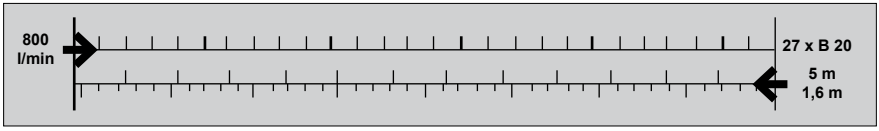

Bild 2: Ausschnitt aus dem Schätzlineal für den Förderstrom von 800 l/min und 8 bar Pumpenausgangsdruck
– Am Schätzlineal Büroklammern auf die richtige Leiste in der Anfangsposition entsprechend dem angenommenen Förderstrom stecken (Regelfall 800 l/min, vgl. Bild 2).